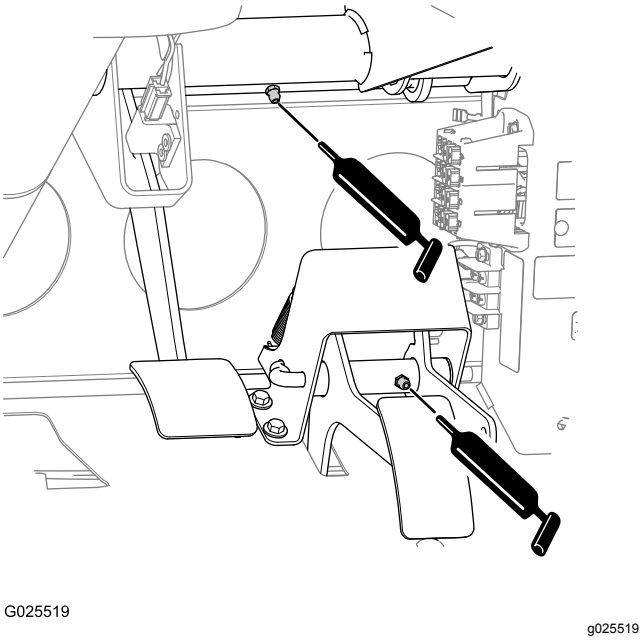

**Figur 38**
- **Bremse (1)**. Se Figur 38
- **Gass (1)**. Se Figur 38